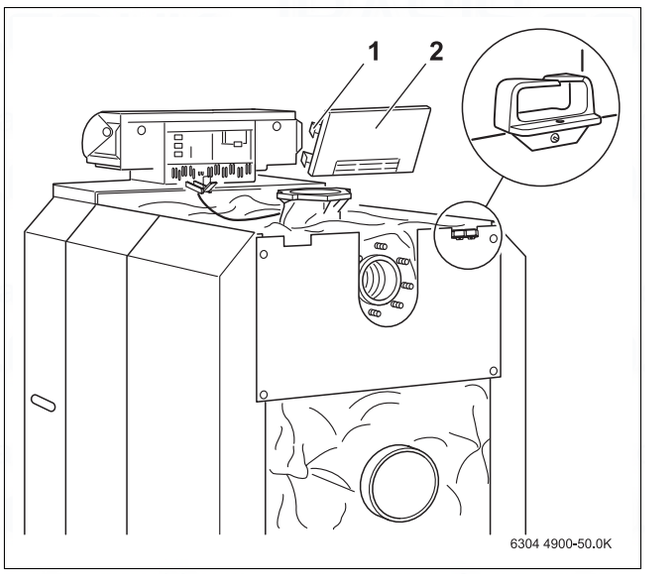

Fig. 53 Fitting the rear panel section
- Screw cable entry (see detailed view → Fig. 53) on the left and right of the boiler rear panel.